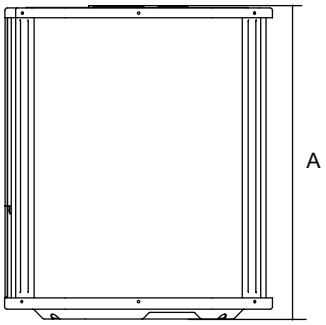

Fig.6-5
- The minimum distance between the outdoor unit and obstacles described in the installation chart does not mean that the same is applicable to the situation of an airtight room. Leave open two of the three directions (M,N,P) *(Refer to Fig.6-5)*